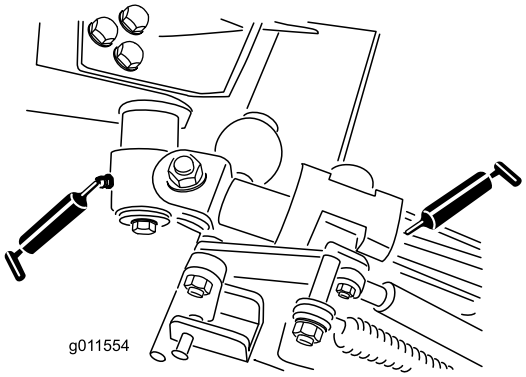

Figur 46
- Vinkelhävarmens vridfästebussningar (2) (Figur 46)
- Bakre armens bussningar (4) (Figur 46)